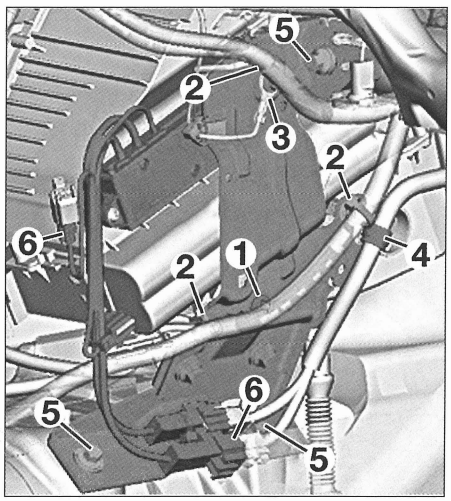

FIG. 12
- el tornillo de la caja de intercambiador térmico (1) **(fig. 12).**
- los clips de cableado de salpicadero (2).
- el cable de masa (3).
- el clip (4) del cableado motor en la caja de calefacción.
- los 3 tornillos (5) del refuerzo de salpicadero y éste.